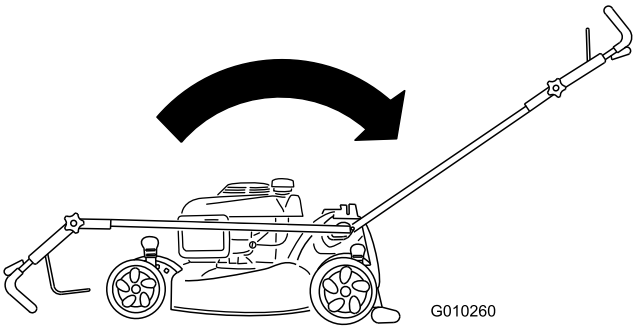

**Figur 3**
1. För handtaget bakåt och håll det övre handtaget på plats (Figur 3).